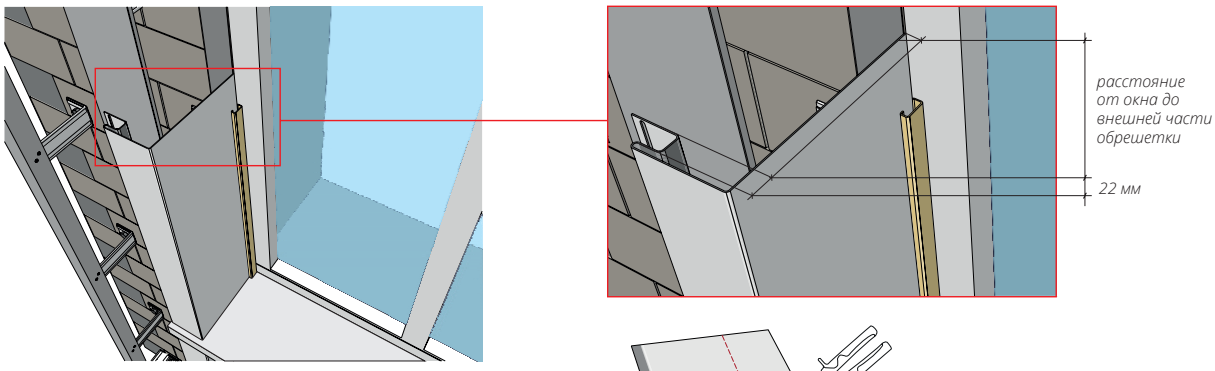
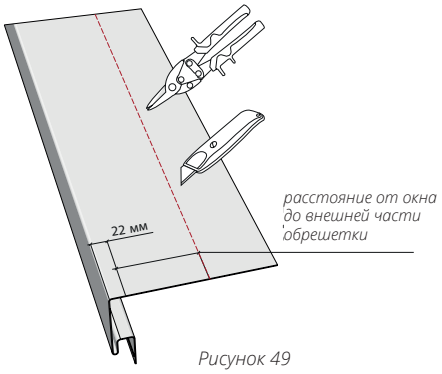

*Рисунок 48*
*Рисунок 49*
**15.4** Ширина околооконной планки подгоняется и подрезается под глубину оконного проема. Измерьте расстояние от окна до внешней части обрешетки (рис. 48), прибавьте к нему 22 мм, при использовании приоконной планки 35 мм. Перенесите это расстояние на широкую часть околооконной планки (рис. 49). Лишнее отрежьте, используя правило, нож или ножницы.